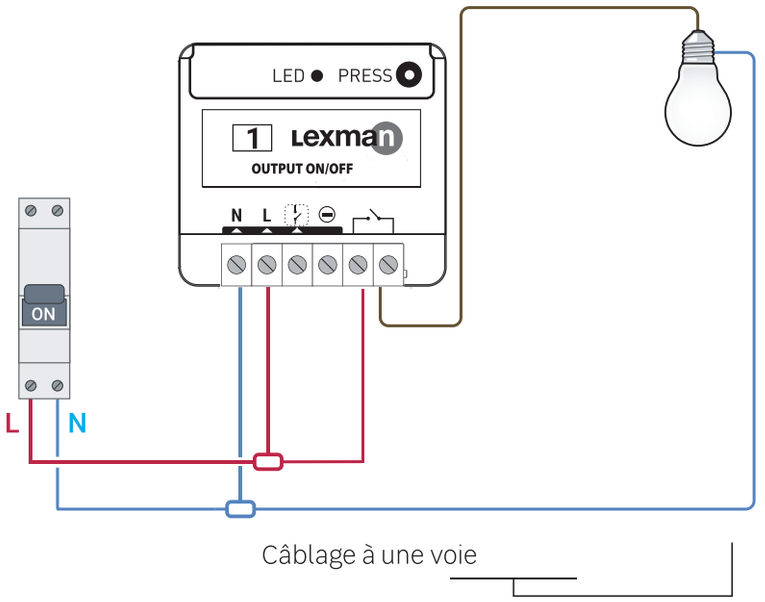

Rys. 2
3. Podłączyć odbiornik ON/OFF zgodnie z rysunkiem (Rys. 2).